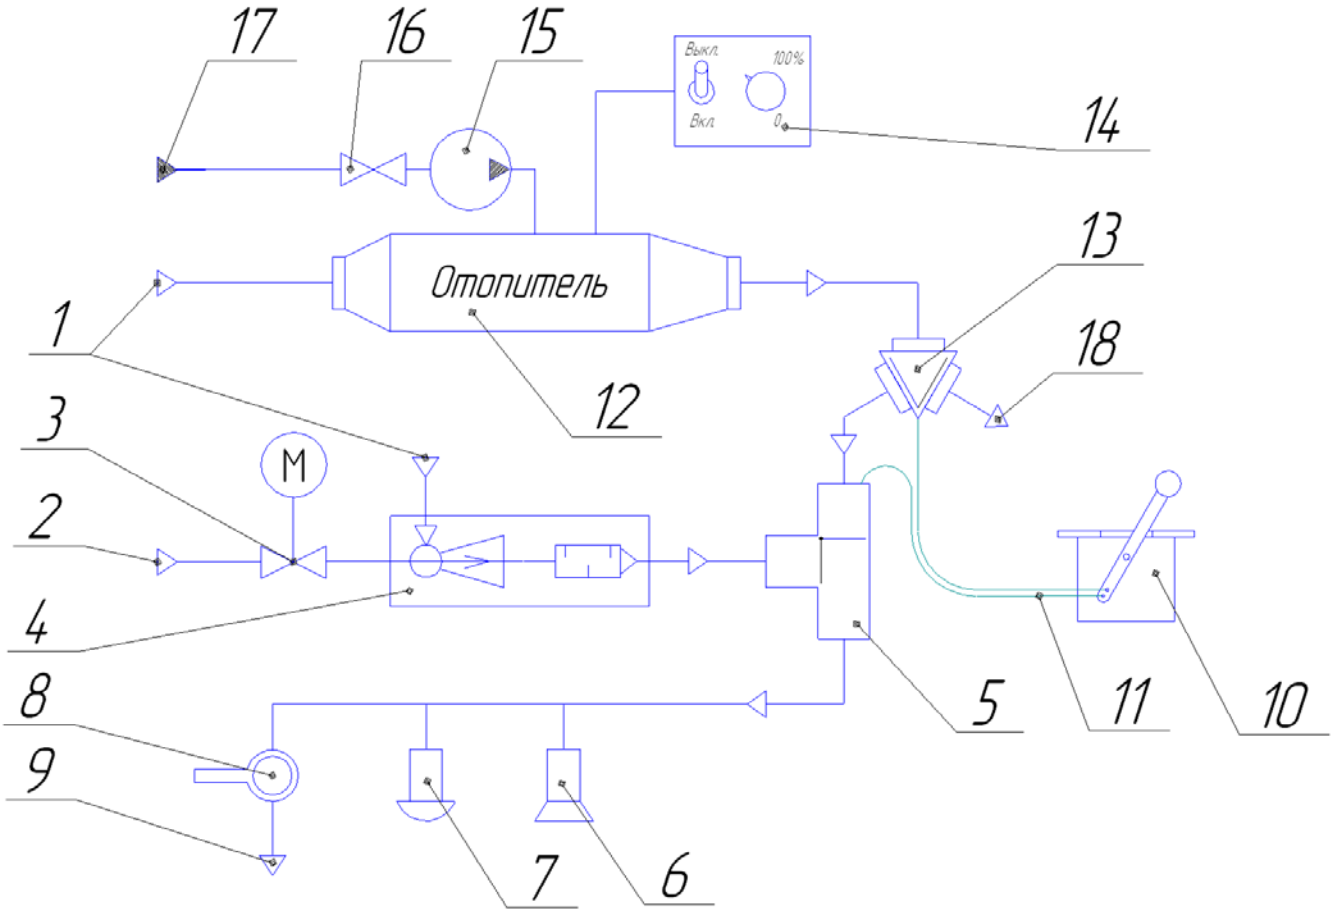

Рис.21.1. Принципиальная схема системы обогрева и вентиляции воздуха
Принципиальная схема системы представлена на рис.21.1.
Система (рис.21.1) состоит из заборника холодного воздуха (1), смесителя (4), заслонки (3), распределителя теплого воздуха (5), трубопроводов и кранов (6, 7, 8).